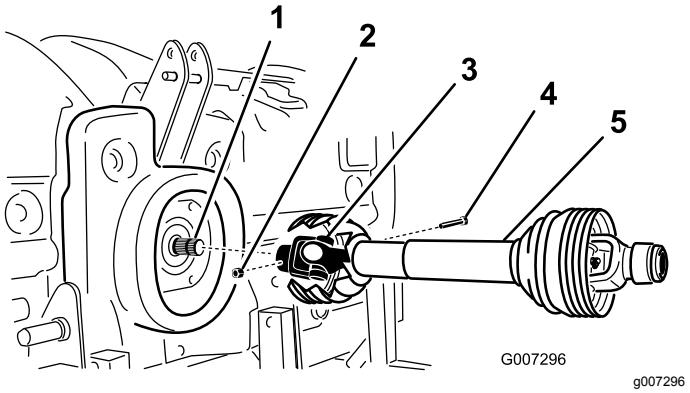

Figur 11
2. Koble kraftuttakets aksel til girkassens inngående aksel med en ½ x 3 tommers bolt og en ½ tommes mutter (Figur 11).